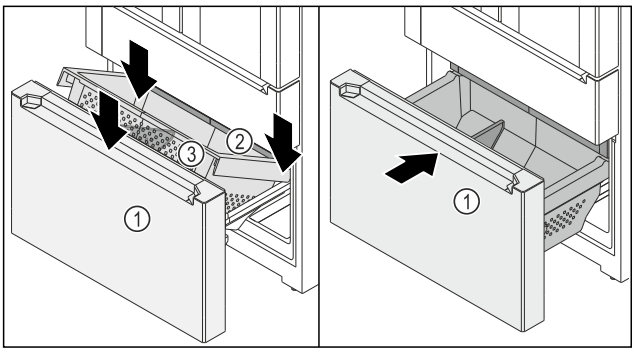

Fig. 154
- ❑ Căruciorul de extragere *Fig. 154 (1)* este extras.
- ❑ Sertarul *Fig. 154 (2)* este împins în interior.
▶ Așezați recipientul *Fig. 154 (3)* în spate pe șinele dreapta și stânga.
▶ Coborâți recipientul *Fig. 154 (3)* în față, astfel încât recipientul *Fig. 154 (3)* să cuprindă șinele dreapta și stânga.
▶ Împingeți în interior căruciorul de extragere *Fig. 154 (1)*.